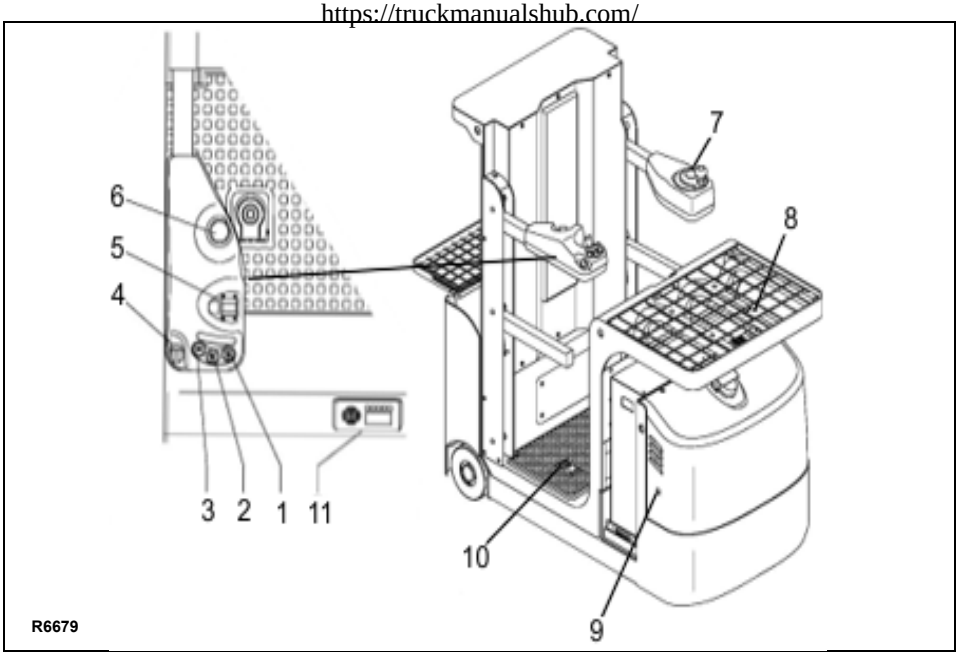
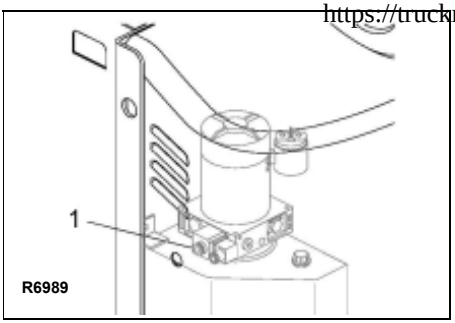

Figure 7 Operation
Figure 8 Lowering Control
3. Turn on the keyswitch (4, Figure 7) and pull up on the emergency power disconnect switch (6, Figure 7).
4. Step on “deadman” footswitch (10, Figure 7) to activate the electrical controls.
7. Use the steering control (7, Figure 7) to steer the vehicle in the required direction. Drive wheel direction is indicated on the instrument panel.
8. Using your right hand, move the travel switch (5, Figure 7) to the desired direction.
Coasting Brake: release the drive pedal (10, Figure 7) and allow the vehicle to coast to a stop.
Reverse Braking: To stop faster, slowly move the travel switch (5, Figure 7) to the opposite direction, this is also referred to as “plugging”.
Emergency Braking: To stop rapidly when an emergency exists, press the emergency power disconnect switch (6, Figure 7).
Lifting: Press and hold the lift button (1, Figure 7) until you reach the desired height.
Lowering: Press and hold the lower button (2, Figure 7) until you reach the desired height.
If a condition exists where lowering without power is necessary, instruct someone on the ground to push solenoid valve button (1, Figure 8) through hole in the cover (9, Figure 7).